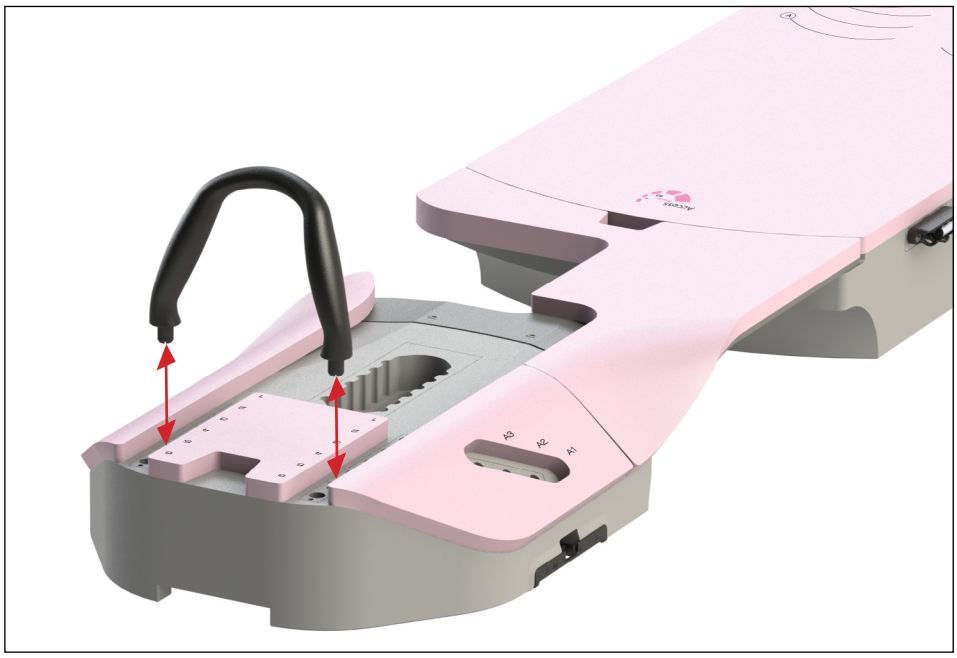

Abb. 15
2. Drücken Sie auf den Handgriff, bis er in die Löcher einrastet (Abb. 15).